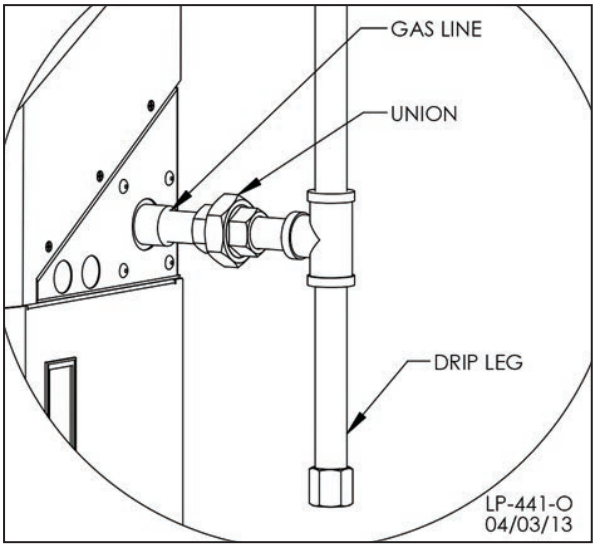

**Figure 20 - Gas Connection**
5. The National Fuel Gas Code (NFPA 54) requires that a sediment trap (drip leg) be installed in the gas line on appliances not so equipped. The drip leg must be accessible, a minimum of 3" in length, and not subject to freezing conditions. See Figure 20.